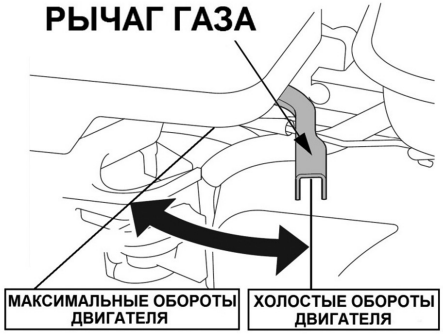

Рис. 9. Положения рычага газа
5. Переведите рычаг газа на 1/3 хода в сторону положения максимальных оборотов двигателя (Рис. 9).